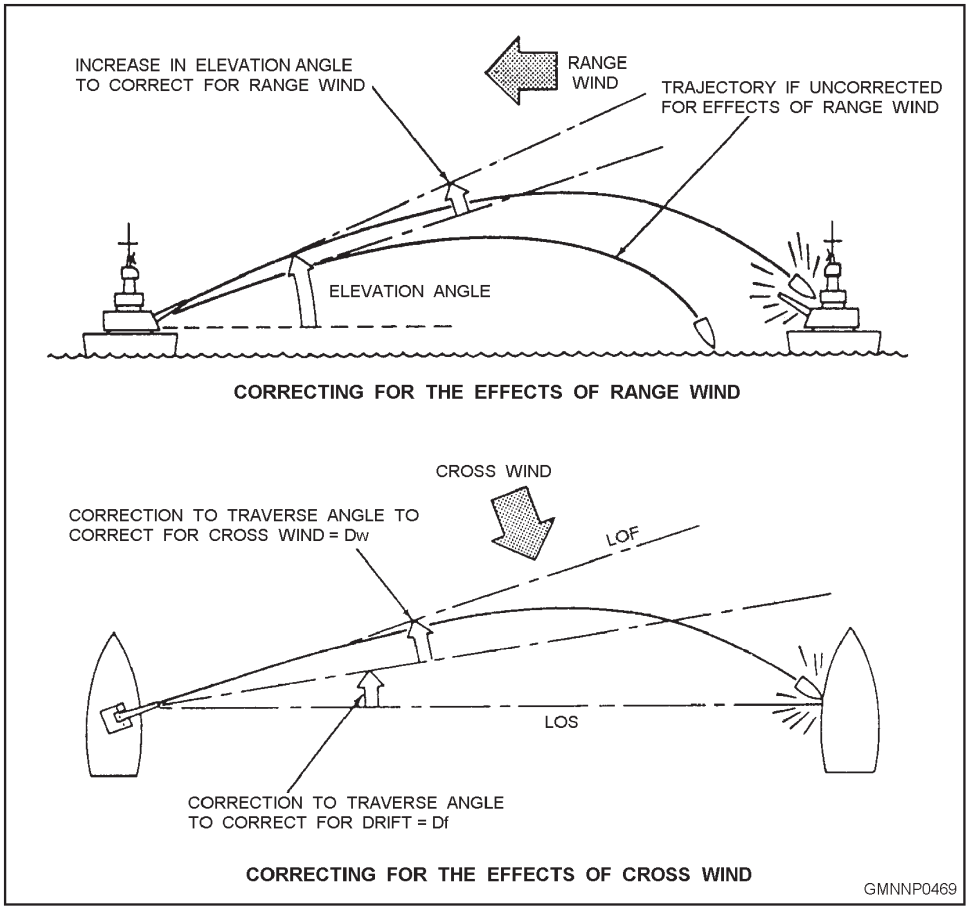

**Figure 10-5.—Correcting for the effects of wind.**
**True wind** is used in all fire control calculations. If the wind is blowing along the LOF, either with or against the projectile, it is called **range wind** (fig. 10-5). If the wind is blowing at right angles to the LOF,